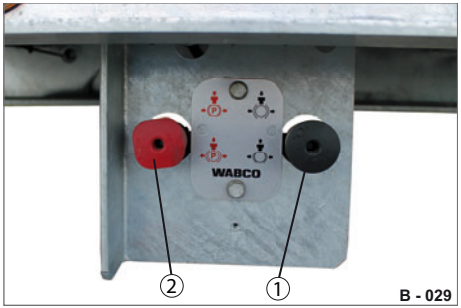

Abb. 19 Bedienkonsole
▶ Ziehen Sie die Federspeicher-Feststellbremse (Abb. 19/2).
▶ Drücken Sie Federspeicher-Feststellbremse (Abb. 19/2).